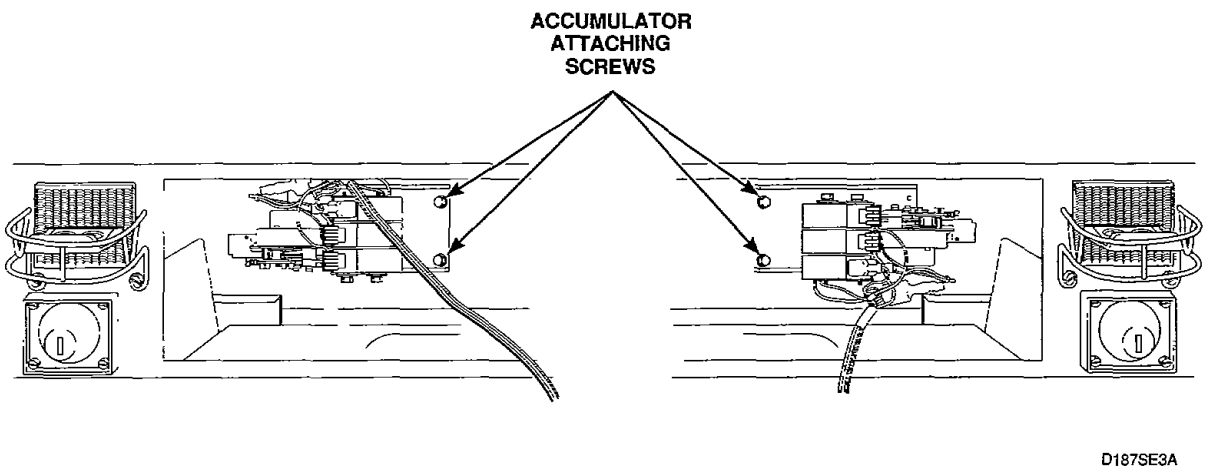

Figure 14
d. Reach in through control panel opening and remove screws holding accumulator and mounting bracket to the control cabinet, *Figure 14.*